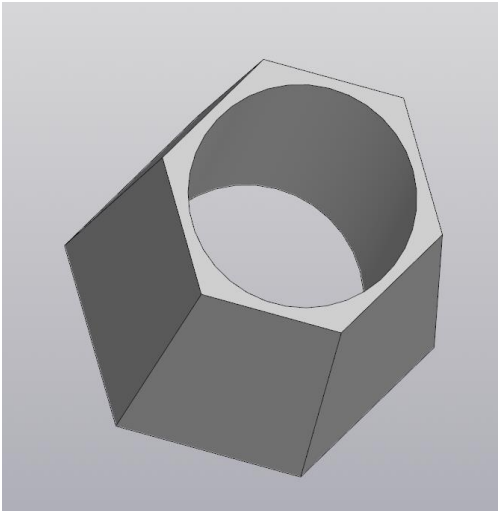

Рис. 8.6
6) Зафиксируйте построение (рис. 8.6).